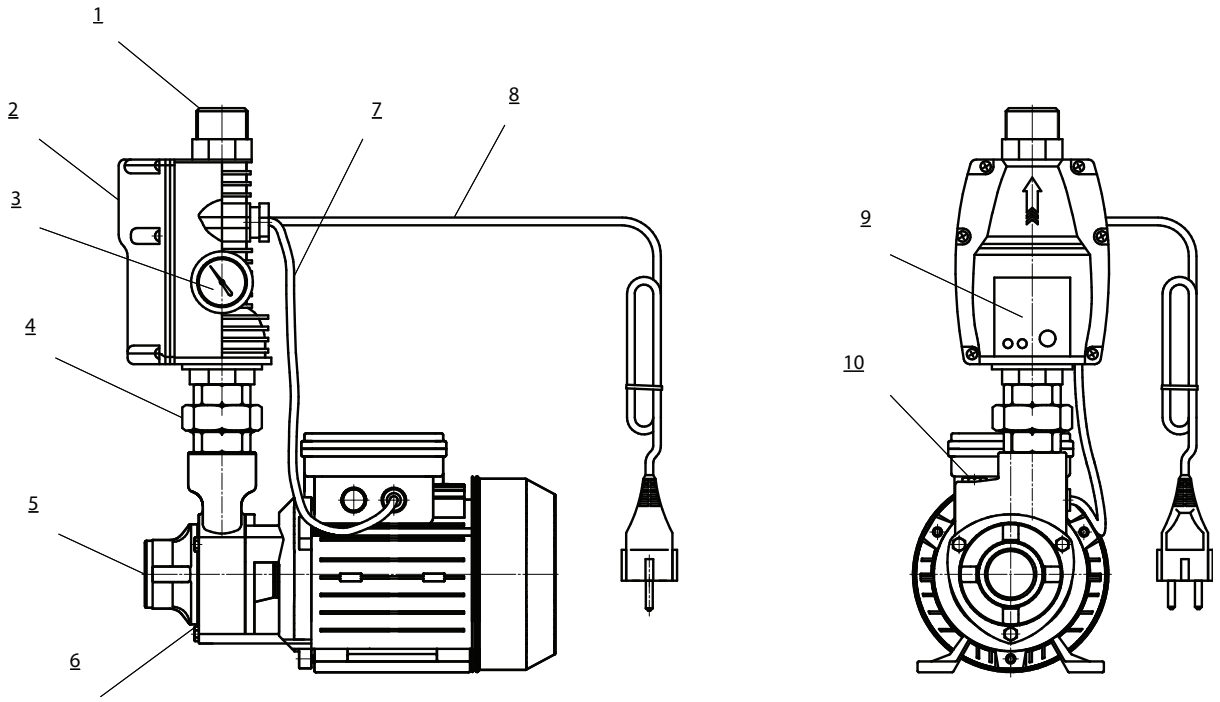

рис.5.1. общий вид станции насосной AU QB/E.
5.2. Общий вид станции на примере модели AU QB/E приведен на рис.5.1.